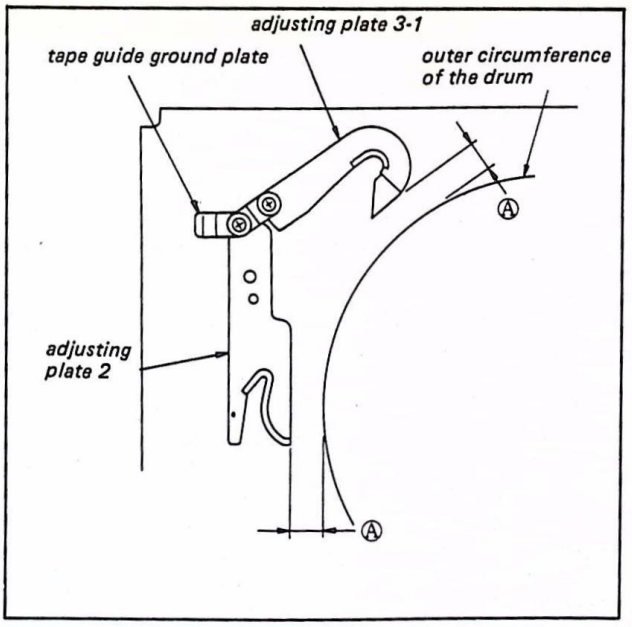

Fig. 3-3
2. Measure and record the two gaps between the upper drum tape holding section and adjust plate (Ⓐ in Fig. 3-3). (Do not forget to do this, as the adjust plate mounting position affects the tape path.)
1) Measure the gap between the upper drum and adjust the plate as for replacement of the drum assembly. (Fig. 3-3)
2) Unscrew the screws (1) and remove the tape guide ground plate (2) and adjust plate (3).
3) Unscrew the two screws (4) and remove the holder assembly (5).
4) Unscrew screw (6) and remove the guide plate (7).
5) Unscrew the two screws (8), five screws (9), and screws (10), to remove the shuttle guide I (11) and II (12), as well as the slant base assembly (13).
6) Unscrew screw (14) and remove the pin recliner (15).